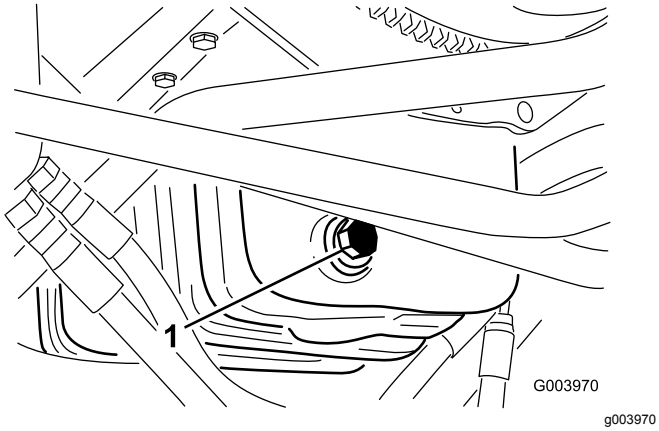

Figur 50
1. Fjern tappepluggen (Figur 50) og la oljen renne ut i en beholder.